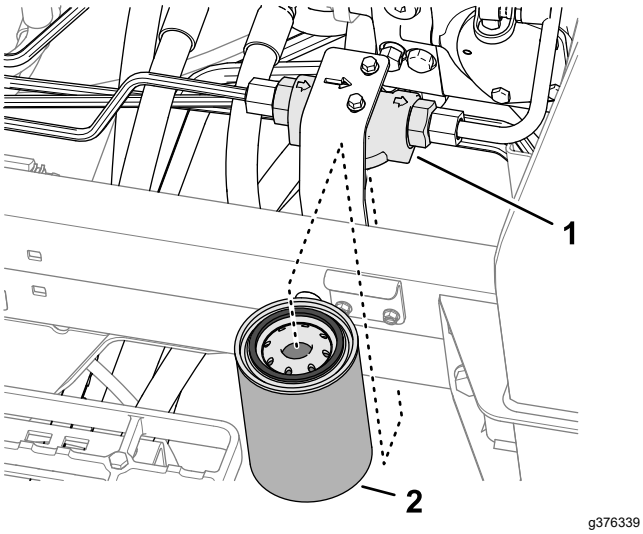

Figur 117
3. Anbring en dræningsskål under ladefilteret på venstre side af maskinen (Figur 117).